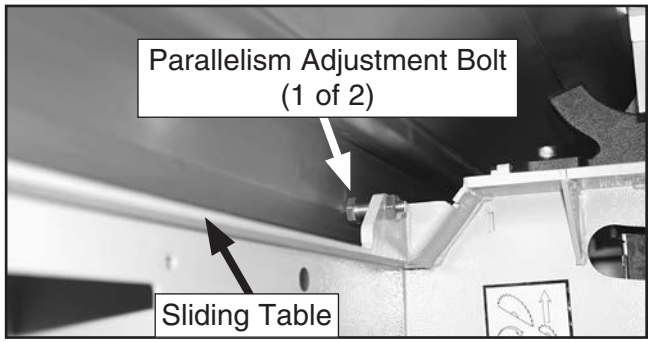

Figure 19. Sliding table parallelism adjustment bolt (1 of 2).
5. Position sliding table against parallelism adjustment bolts at each end (see **Figure 19**).